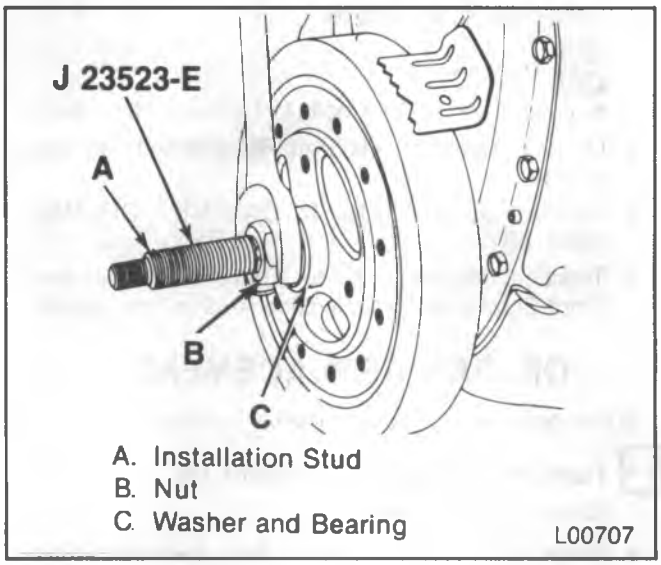

Figure 17—Installing the Torsional Damper
3. J 23523-E stud (item A, figure 17) to the crankshaft. Thread the stud fully into the tapped hole in the crankshaft.
5. J 23523-E bearing, washer and nut (figure 17).